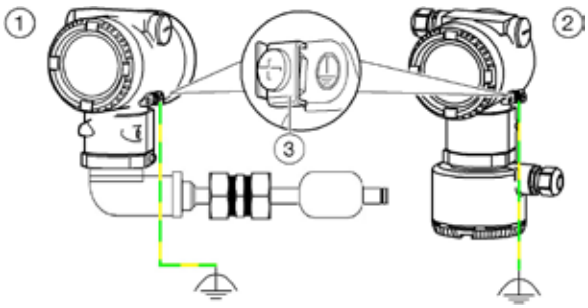

Figura 4 Conexão de terra no alojamento do transmissor
Um terminal está disponível tanto fora do alojamento quanto no bujão para o aterramento (PE) do transmissor. Ambos os terminais são conectados eletricamente entre si (ver Figura 4).